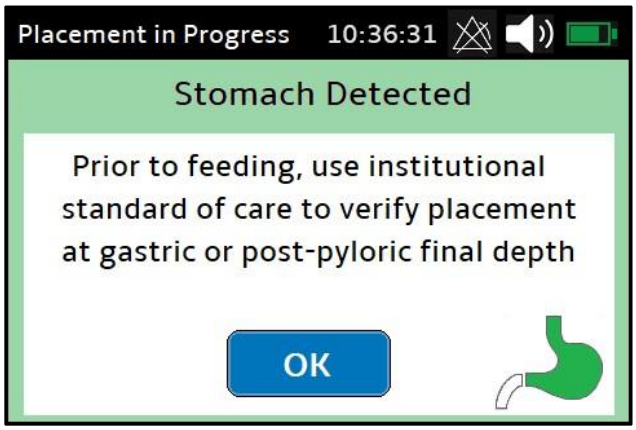

Figure 16: Stomach Detection Notification
- If the tip of the feeding tube is detected at proper depth within the stomach, the "Stomach Detected" message is shown (Figure 16). This is presented as an alert to emphasize that the user should independently verify proper placement via Standard-of-Care methods.